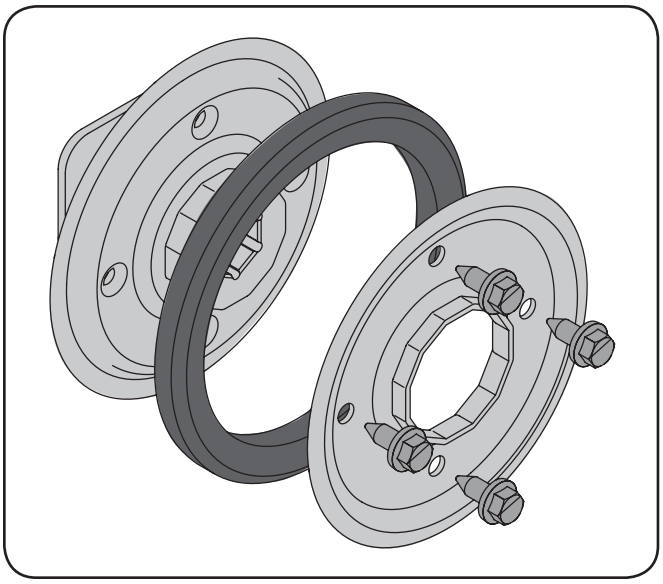

Fig. 7-11
1. Enlevez les quatre vis qui maintiennent les plaques latérales de la roue de frottement. Voir la Fig. 7-11.